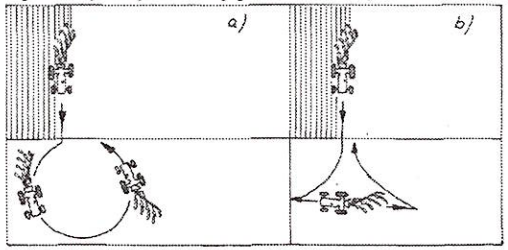

Rys. 14. a) Nawrót o 180°; **b)** Nawrót trójpunktowy.
a) Wykonywanie nawrotów (Rys. 14.)